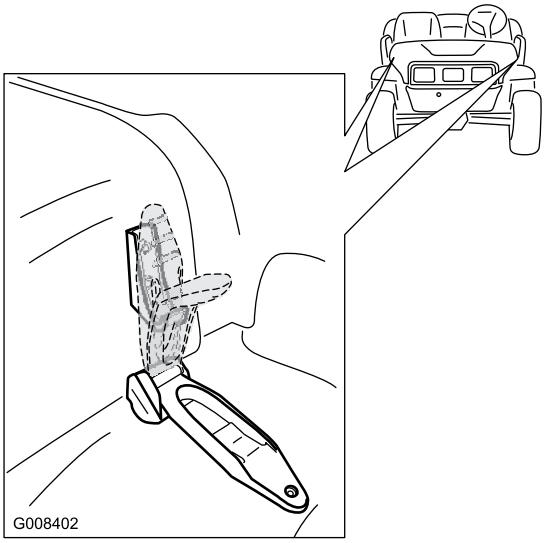

Figur 23
1. Løft gummilåsenes håndtag på hver side af motorhjelmen (Figur 23).
2. Fastgør motorhjelmen ved at placere gummilåsene på låseforankringerne på hver side af motorhjelmen (Figur 23).